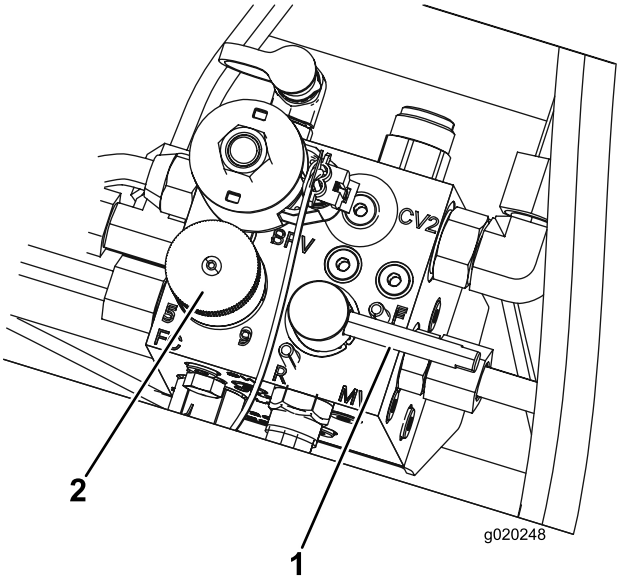

Figur 66
5. Still spolehastighetskontrollen til posisjon 1 (Figur 66).
6. Flytt slipespaken til posisjonen "R" (slipestillingen) (Figur 66).